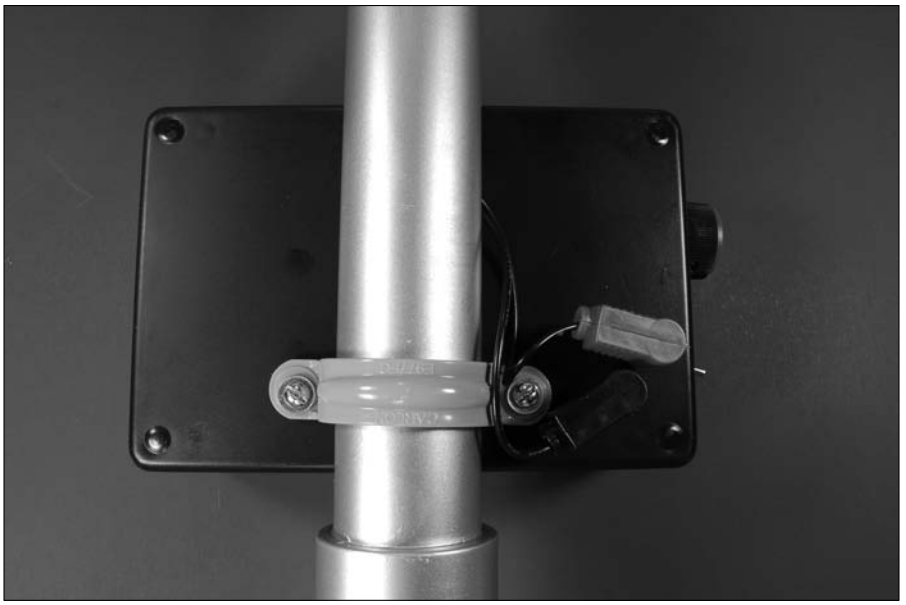

Figure 12-17: Box attached to the handle and phono plugs in place.
Figure 12-17 shows the box attached to the handle.
13. **Plug the right-angle phono plugs into the phono jacks, as shown in Figure 12-17.**